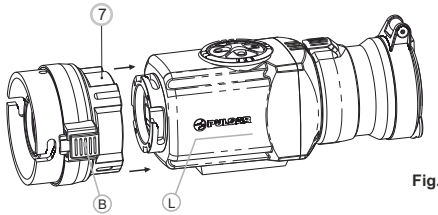

Fig.6
- Locate the attachment's eyepiece so that the lock **(B)** is parallel to the Pulsar logo **(L)** on unit's body **(Fig.6)**.